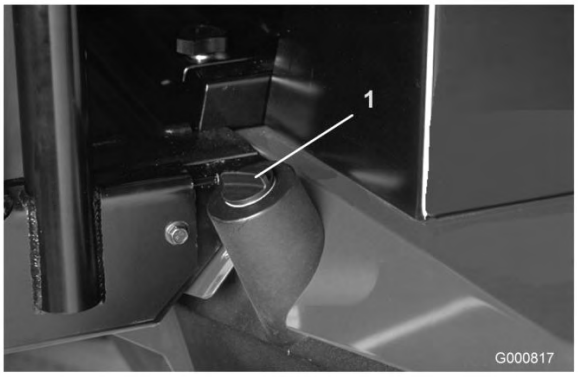

Figura 36
2. Limpe a zona em redor do tubo de enchimento e da tampa do depósito hidráulico (Figura 36). Retire a tampa do tubo de enchimento.